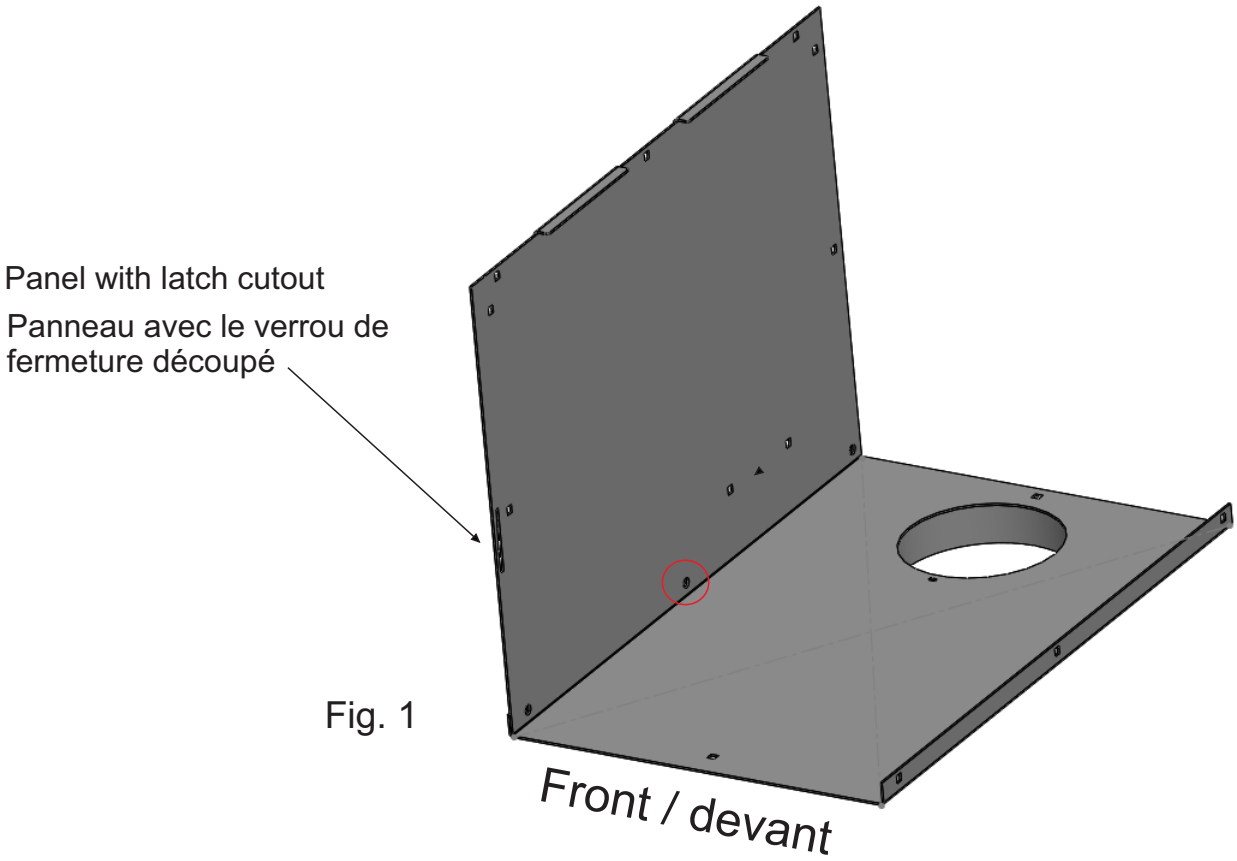

Fig. 1
1. Place the top upside down on a level surface with vent hole away from you. Stand side panel as shown in Fig. 1 and place 1 bolt through square hole that is circled in the middle of the side panel. Apply nut and snug with 7/16 wrench. Do not tighten completely till all bolts are installed.
Placez le dessus à l'envers sur une surface plane avec le trou de ventilation à l'arrière. Posez le panneau latéral tel qu'illustré à la figure 1 et placez un boulon dans le trou carré encerclé au rouge au milieu du panneau latéral. Vissez l'écrou jusqu'au contact avec une clé de 7/16. Ne pas resserrer complètement jusqu'à ce que tous les boulons soient installés.